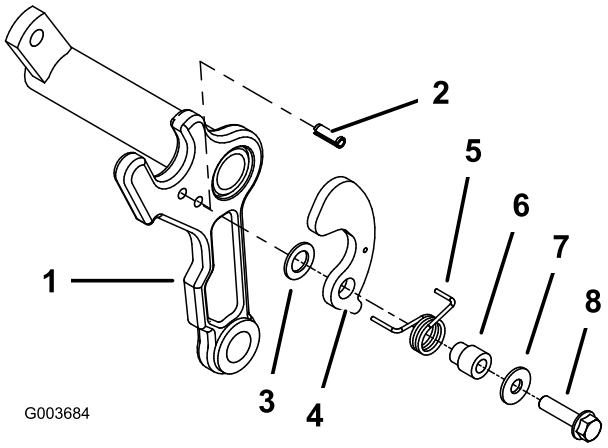

Figur 6
6. Installer en valsetap i hullet på den rette side af hver klippeenheds bæreramme (Figur 6).
7. På siden af bærerammen, hvor valsetappen er monteret, skal du montere plastikskive, opsamlerbeslag, torsionsfjeder, opsamlerkrave, flad skive (0,344 x 0,875) og bolt (5/16 x 1-1/4 tomme) (Figur 6). Placer fjederens lange del omkring forreste del af bærerammen, og før fjederens korte bageste del ind i hullet på opsamlerbeslaget.